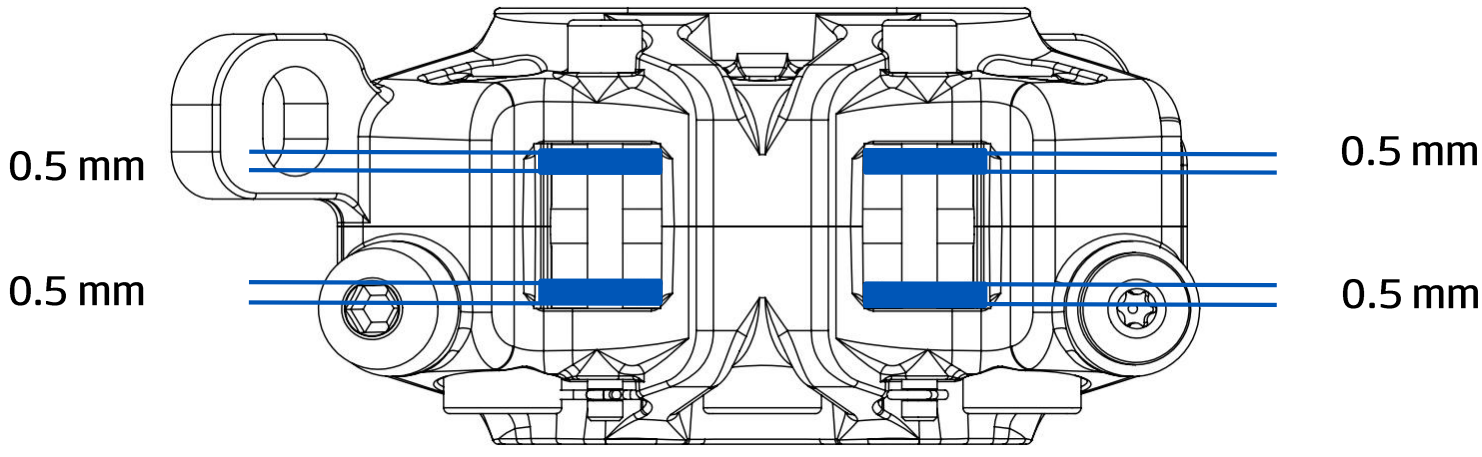

Fig. 8
- Verificar las pastillas y los discos de freno, debe substituir las pastillas cuando quedan menos de 0.5 mm (Fig. 8) y los discos cuando quedan menos de 2.0 mm.